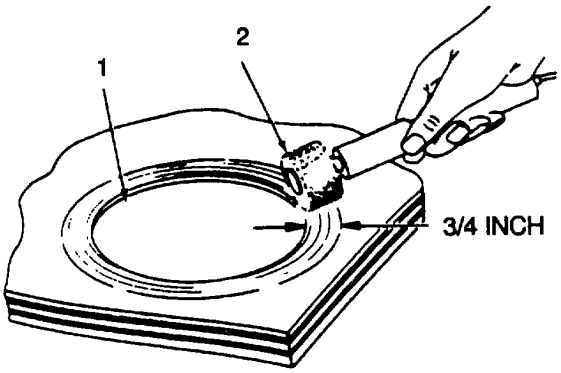

Figure 2-25. Buffing Damaged Area
(3) Buff surface around damage 314 inch larger in all directions than damaged area (1, figure 2-25). Use portable drill (2), abrasive arbor, and/or scotch-brite. Buff only to remove gloss without excessively reducing outer coating thickness.